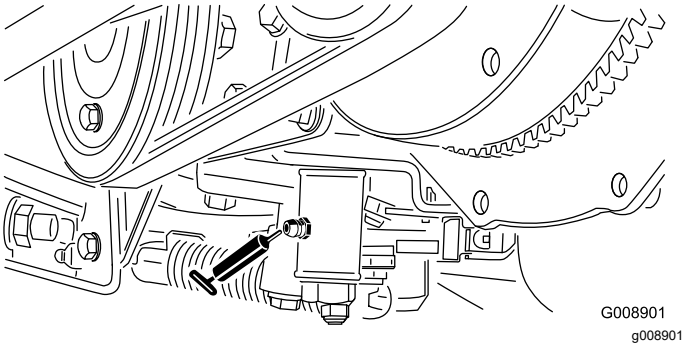

Figur 49
- Nøytral justeringsmekanisme (Figur 49)